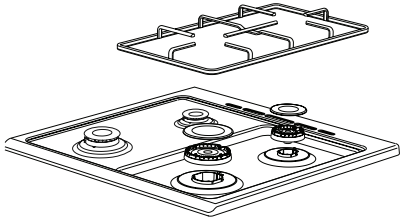

Figura 1
1. Levantar a grelha, a tampa do queimador e o queimador do aparelho para que o injetor fique visível (Ver figura 1).